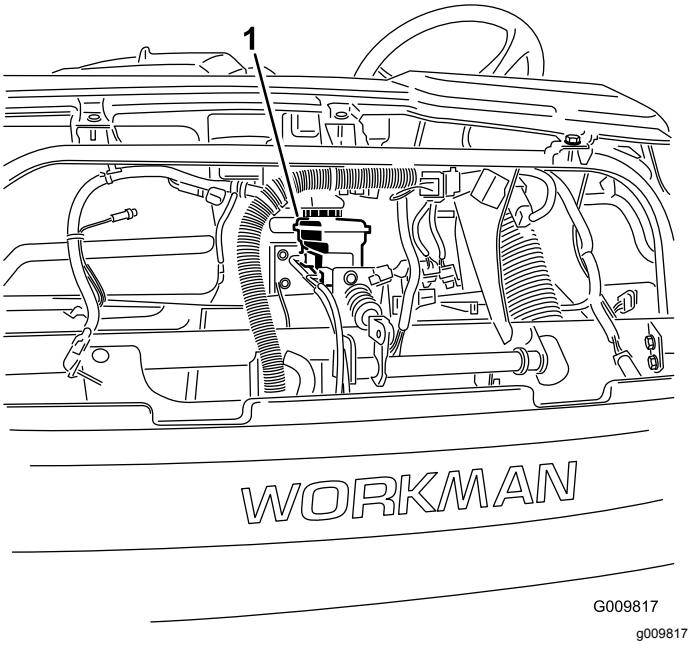
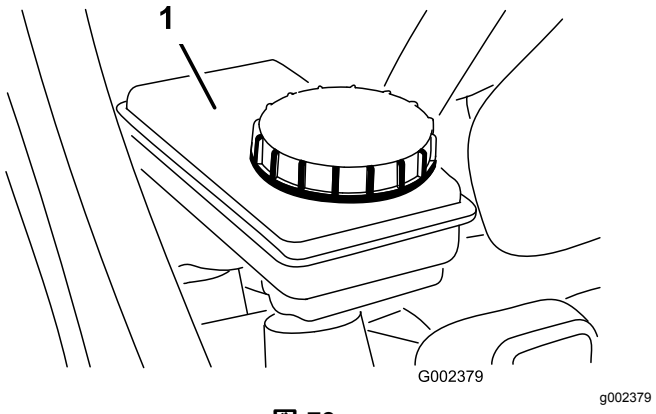

図 72
図 73
5. ブレーキオイルタンク内の液量を点検する図 72 と 図 73。
A. タンクのキャップの周囲をきれいに拭く図 73。
B. タンクからキャップを外す図 73。
C. タンクの FULL マークまで液を追加する図 73。
D. キャップを取り付ける図 73。